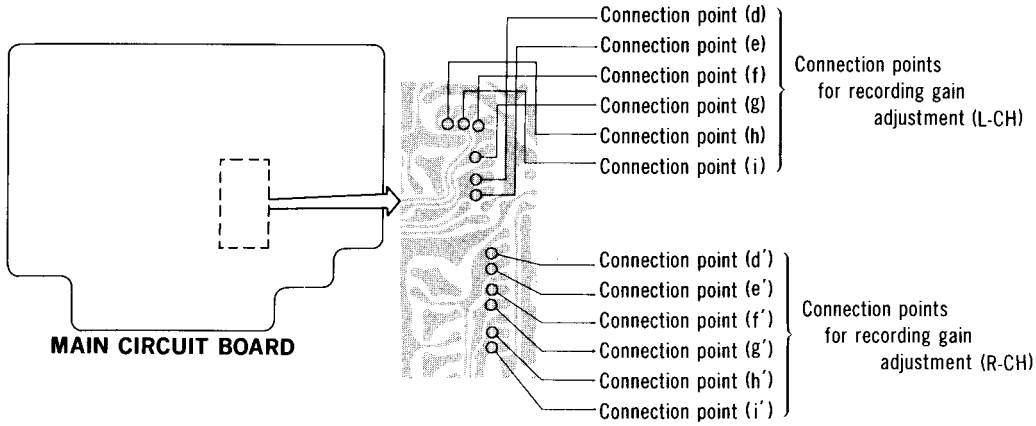

Fig. 18
15. Adjust overall gain by short-circuiting or opening the point on the printed pattern in fig. 18, so that each positions approach their standard values.